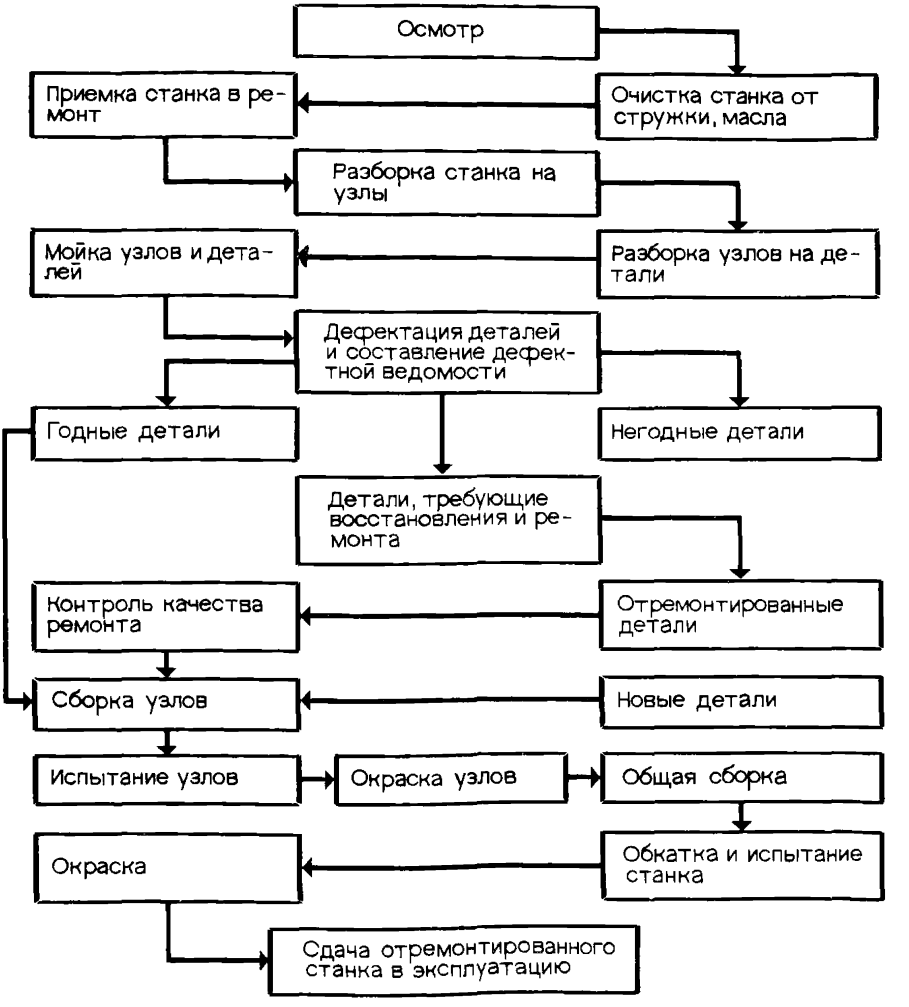

Рис. 1. Общая схема технологического процесса ремонта станков с ЧПУ
2.4. Ремонт станков с ЧПУ осуществляется по технологической схеме, представленной на рис. 1.